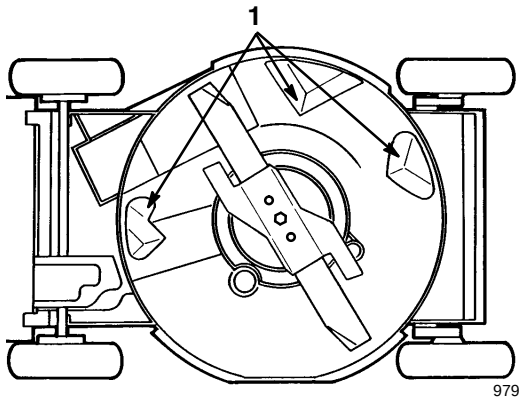

Abbildung 17
Die Unterseite des Rasenmähergehäuses sauber halten. Besonders darauf achten, daß die Prallbleche frei von Fremdkörpern sind (Abb. 17).
4. Den Rasenmäher auf die linke Seite kippen (Abb. 17).